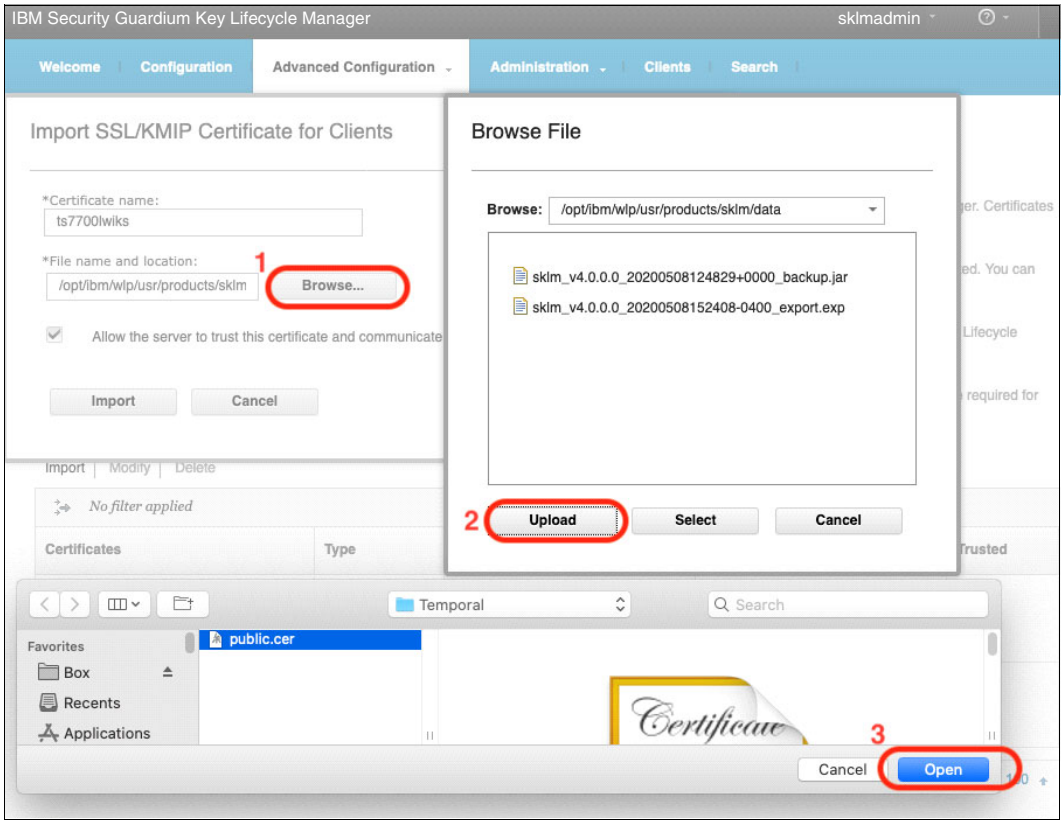

Figure J-13 Uploading TS7700 into the IBM Security Guardium Key Lifecycle Manager
2. The Import SSL/KMIP Certificate for Clients opens (see Figure J-13 on page 1030). Complete the following steps: